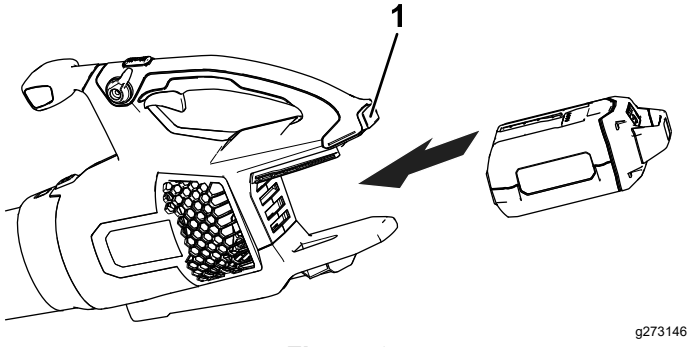

Figura 6
2. Alinee el hueco de la batería con la lengüeta del alojamiento de la empuñadura (Figura 6).